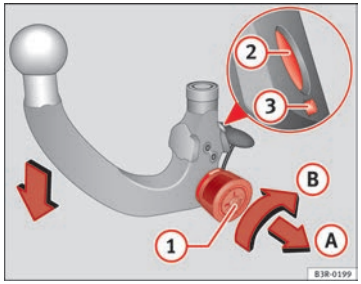

Fig. 169 Removable towing bracket: Setting the spring mechanism to the "ready" position
– Insert the key (1) ⇒ Fig. 169 in the lock on the knob and turn it towards the red marking.
– Pull out the knob in direction (A), hold and turn in direction (B) until the locking pin (2) engages and the release pin (3) moves out visibly ⇒ ⚠.